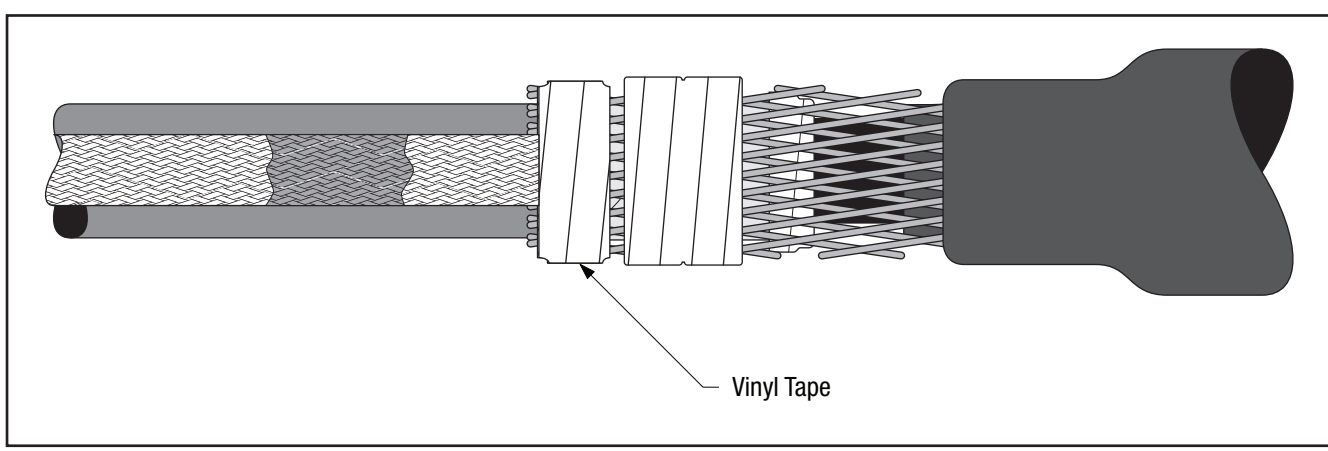

Figure 18
6.3 Overwrap the spring with two layers of stretched vinyl tape (*Figure 18*).